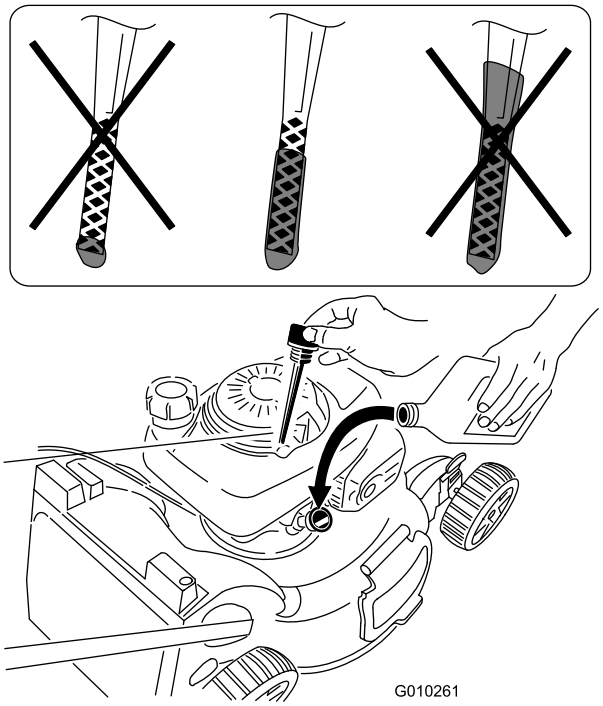

Figur 6
2. Ta ut oljestickan (Figur 6) och häll på olja i påfyllningsröret till ungefär 3/4 av vevhusets oljekapacitet.
5. Ta ut oljestickan och läs av oljenivån, se Figur 6.
- Om oljenivån är för låg fyller du långsamt på lite olja i oljepåfyllningsröret, väntar i tre minuter och upprepar sedan steg 3–5 tills rätt oljenivå uppnås, se Figur 6.
- Om oljenivån är för hög tappar du ur överflödig olja tills rätt oljenivå uppnås, se Figur 6. Läs om hur du tömmer ut den överflödiga oljan i Byta ut motoroljan (sida 15).